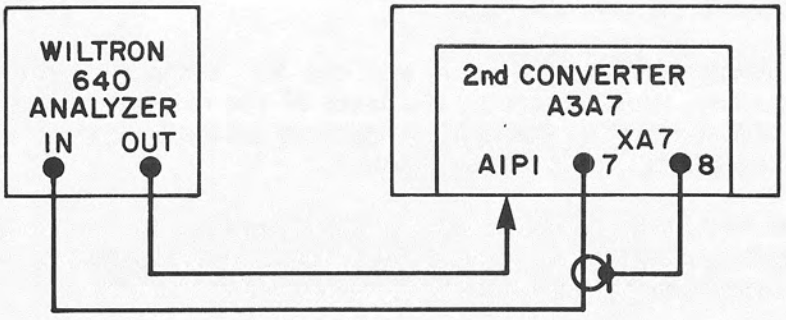

Figure 4-16. 1st Converter Alignment, Equipment Connections
4. Connect the RF Analyzer as illustrated in **Figure 4-16** and tune the receiver to 450.0000 MHz. (P53 must be connected to A3A6J2, 1st Converter LO input.)